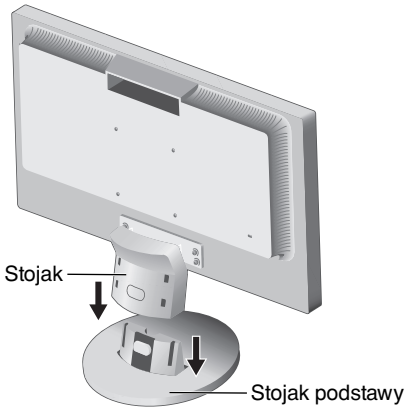

Rysunek S.1
1. Przyłącz podstawę do stojaka. Zakładki blokujące podstawki pod monitor powinny pasować do otworu w podstawie (**Rysunek S.1**).